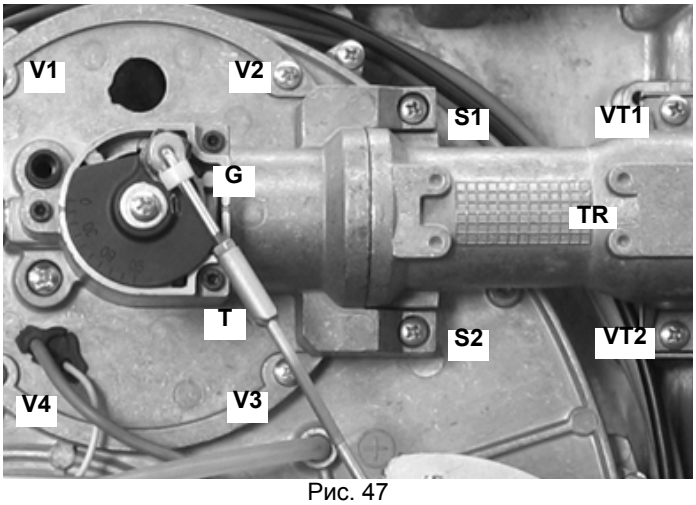
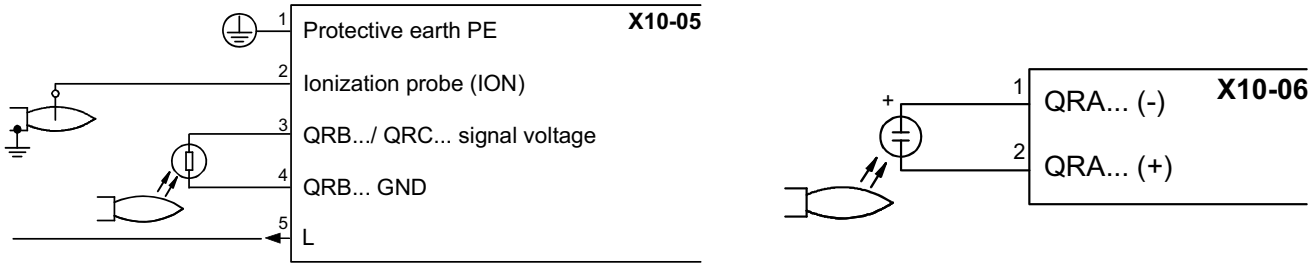

Рис. 47
Рис. 52
- Снять, проверить голову сгорания (см. Рис. 47 и последующие рисунки)
- Проверитье запальный и контрольный электроды, почистить, подрегулировать и, при необходимости, заменить (см. Рис. 47). В случае сомнения, проверить систему контроля после запуска горелки, следуя схеме на Рис. 52).
1 Разблокировать с помощью пластмассового фиксатора **G**, болт **T** (Рис. 47 - Рис. 48) регулирования дроссельного газового клапана и вынуть его из гнезда, вытянув наружу.
2 Снять винты **V1**, **V2**, **V3**, **V4** и пару винтов **S1** и **S2** (Рис. 47).